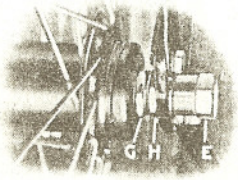

Fig. 14.
*To adjust:*—Slacken outer spindle nut E (Fig. 14) on side opposite brake drum; hold inner cone adjusting nut G and loosen outer locknut H. Adjust inner nut, and then, still holding this inner nut, tighten the locknut and the outer spindle nut. When the bearing is correctly adjusted **there must be just the slightest slack as measured at the rim.**